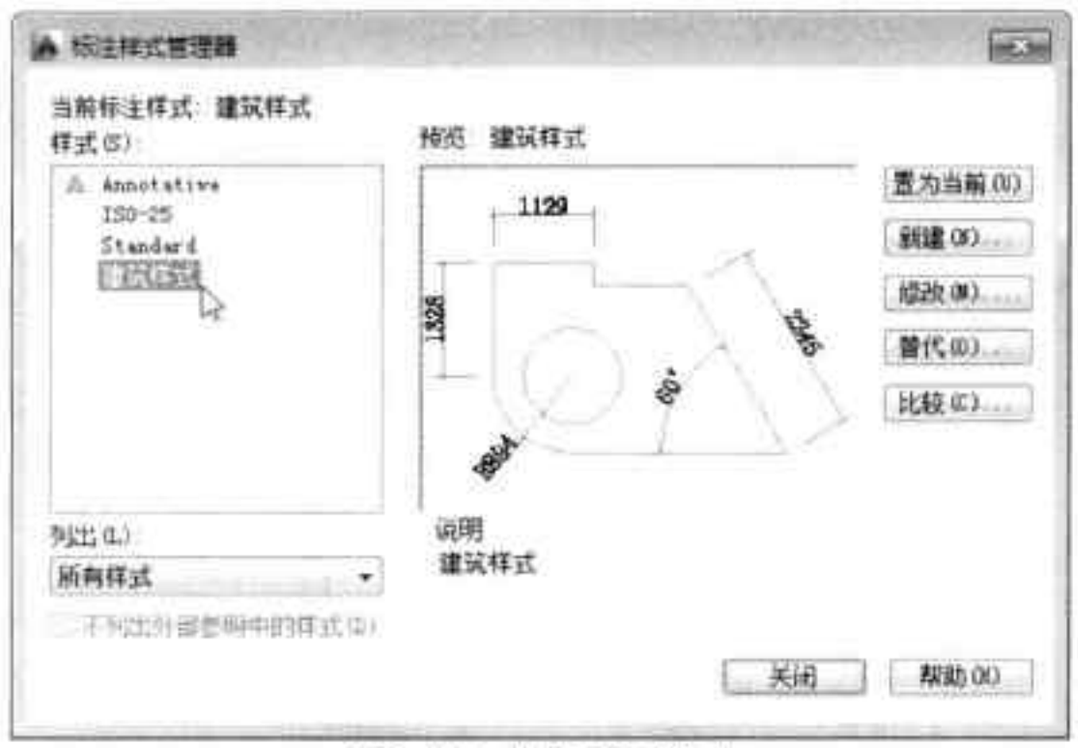

图9-18 选择所需样式
Step 01 执行“标注”命令，打开“标注样式管理器”对话框，在“样式”列表框中，输入要删除的尺寸样式，这里选择“建筑样式”，如图9-18所示。